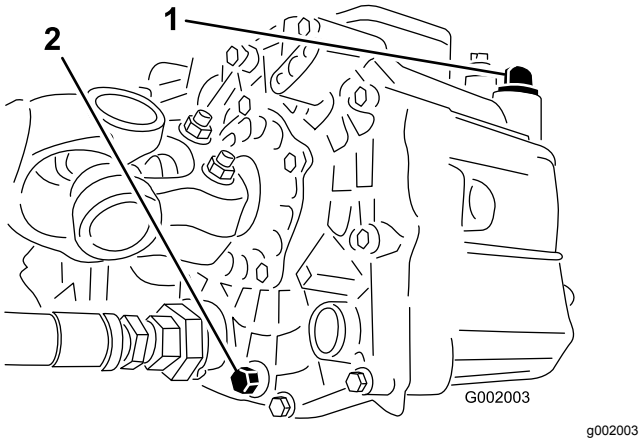

Figur 55
3. Fjern aftapningsproppen fra siden af beholderen, og lad hydraulikvæsken løbe ud i drænbakken (Figur 55).